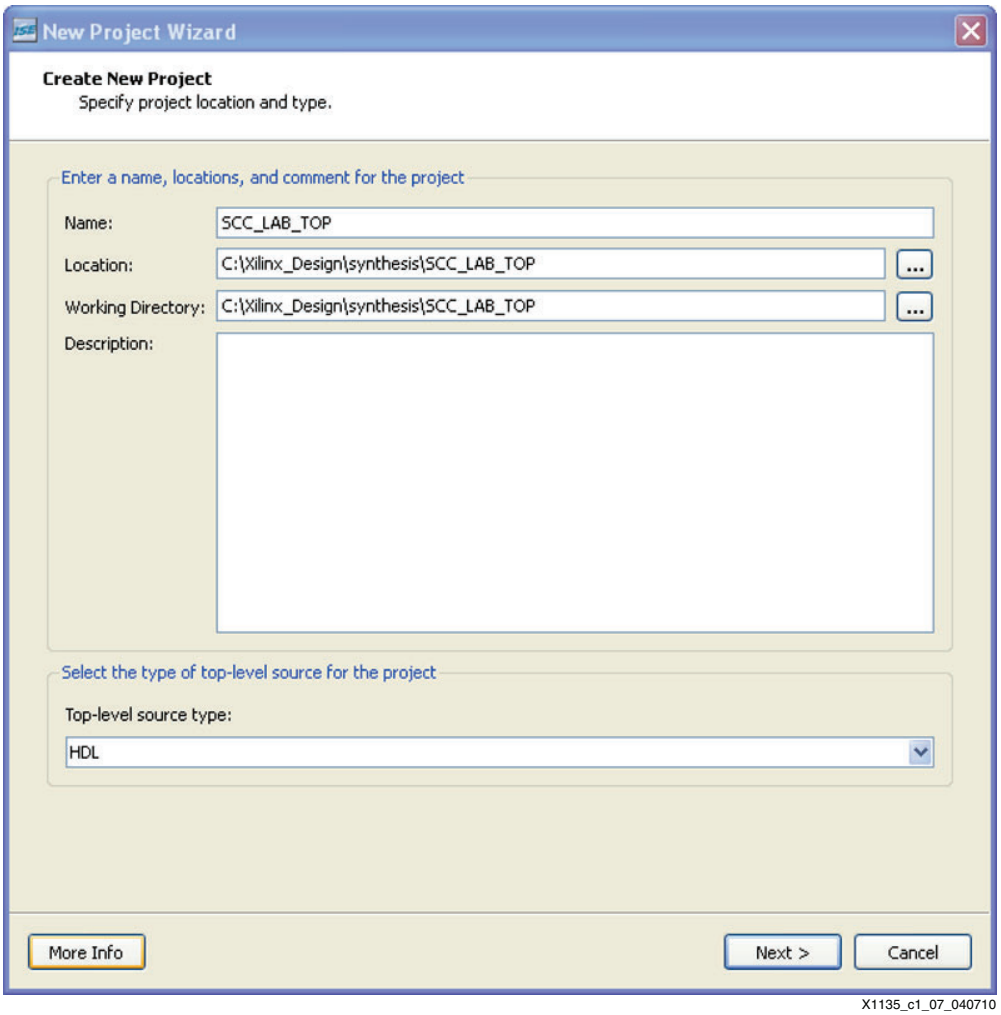

Figure 2-1: **New Project Wizard (Create New Project)**
3. As shown in Figure 2-1, set the Project Location to **`\Xilinx_Design\synthesis`**, set the Project Name to **top**, and click **Next**.